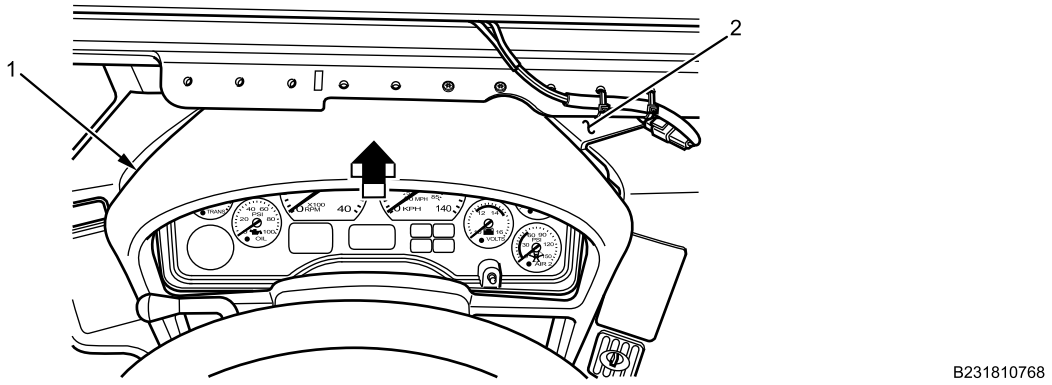

Figure 9. Instrument Panel Cluster Closeout.
5. Install instrument panel cluster closeout (Figure 9, Item 1) by pushing toward instrument panel (Figure 9, Item 2).